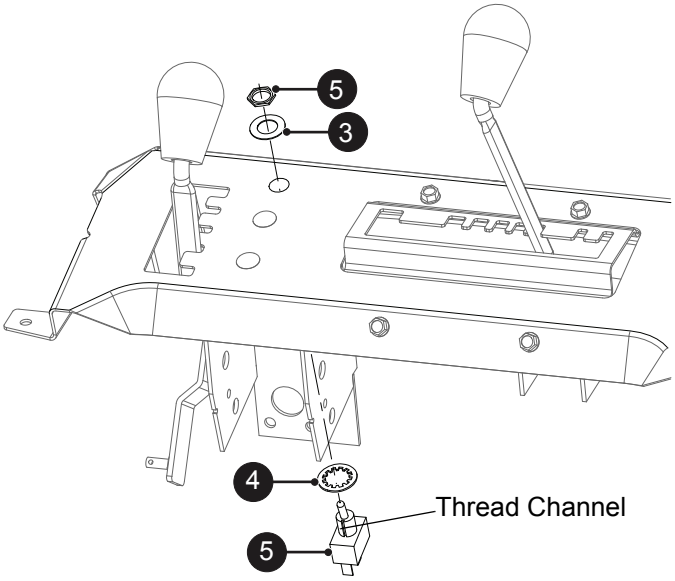

Figure 5
2. Place locking washer (item 4) on top of switch (item 5).
3. Insert switch in drilled hole in control panel with thread channel facing in the direction shown in Figure 5.
4. Secure switch with flat steel washer (item 3) and nut (included with item 5). Tighten nut.